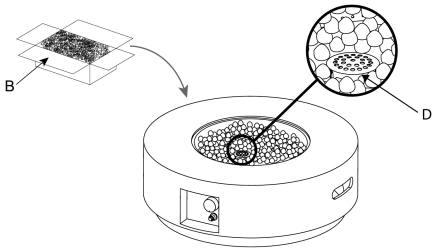

Figura 3
4. Abra la caja de piedras volcánicas y coloque las piedras (B) en el cuenco de fuego del cuerpo de la mesa de fuego (A) (véase Figura 3).